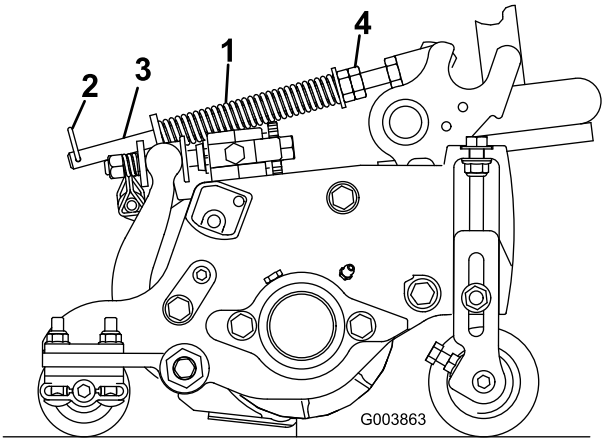

Figur 13
Græskompensationsfjederen (Figur 13), der forbinder bærerammen med klippeenheden, styrer, hvor meget klippeenheden kan rotere fremad og bagud.
1. Stram låsemøtrikken på bagenden af fjederstangen, indtil afstanden (C) mellem bagenden af fjederbeslaget og forenden af skiven er 3,2 cm (Figur 13).
2. Stram sekskantmøtrikken på fjederstangens forende, indtil fjederens sammentrykkede længde (A) er 32,8 cm (Figur 13).